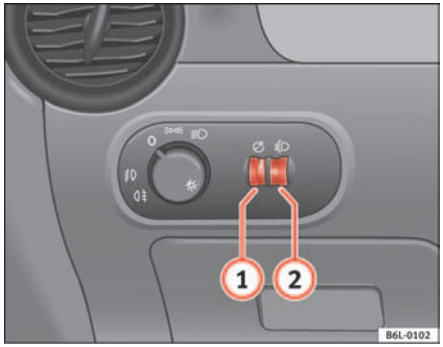

Fig. 57 Detail of the dash panel: Regulation for instrument and switch illumination and head-light range control
When the headlights are switched on, the brightness of the instruments and switch lighting can be regulated to suit your requirements by turning the thumb wheel ⇒ fig. 57 (1).